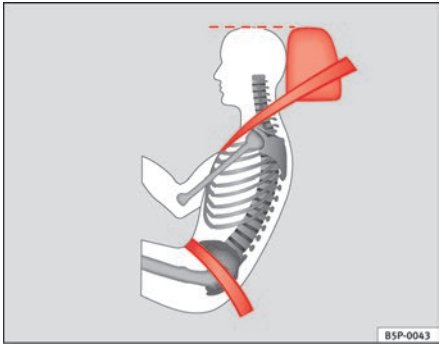

**Fig. 14 Correct belt web and head restraint positions, viewed from side**
- **The lap part of the seat belt must lie across the pelvis, never across the stomach. The seat belt must lie flat and snugly on the pelvis ⇒ page 25, fig. 14. Pull the belt tight if necessary to take up any slack.**